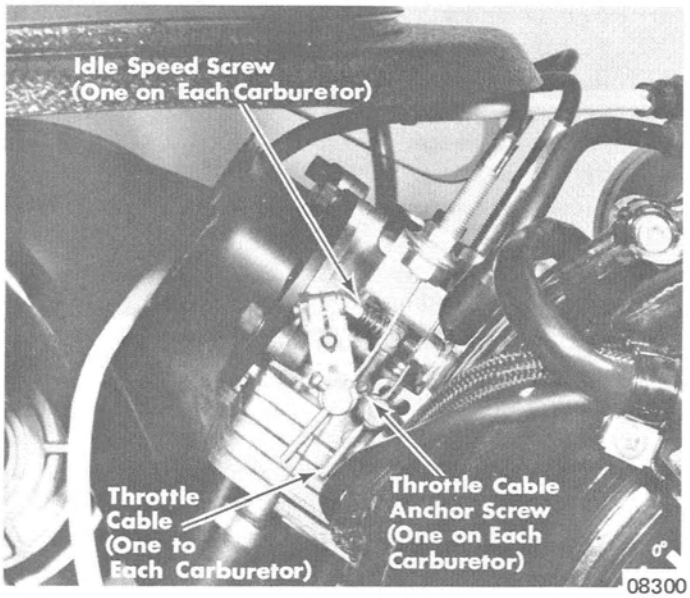

Figure 2. Mark II (Chassis Serial No. 3787640 and Above) Carburetors
1. Loosen throttle cable anchor screws on both carburetors. (Figure 2)
2. Back off idle speed screws (Figure 2) so that they will not affect carburetors.
3. Pull throttle cables (Figure 2) to remove all slack, then tighten anchor screws.